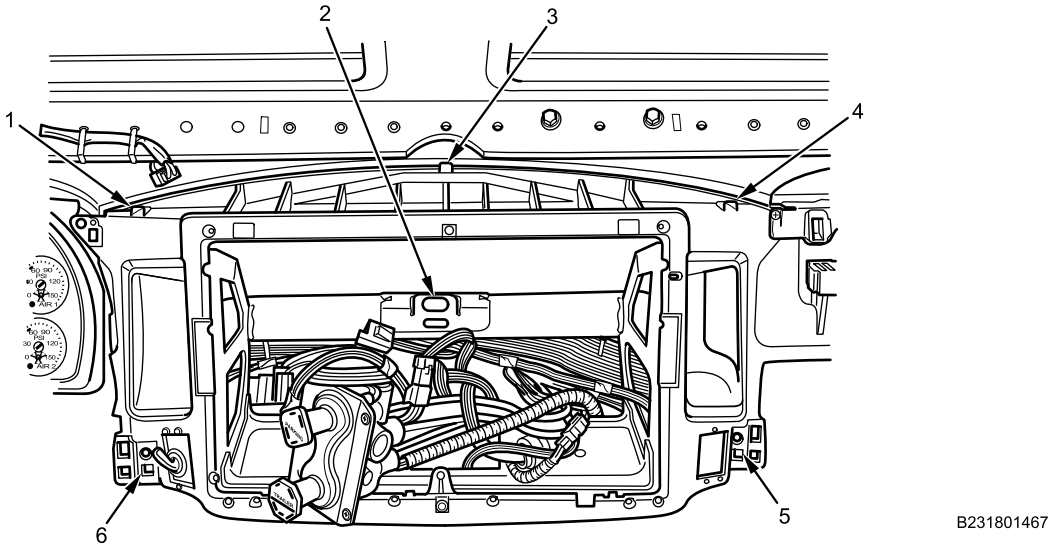

Figure 5. Instrument Panel Center Closeout Alignment Slots.
1. Ensure access to instrument panel center closeout alignment slots (Figure 5, Item 1 through 6) are clear of obstructions.